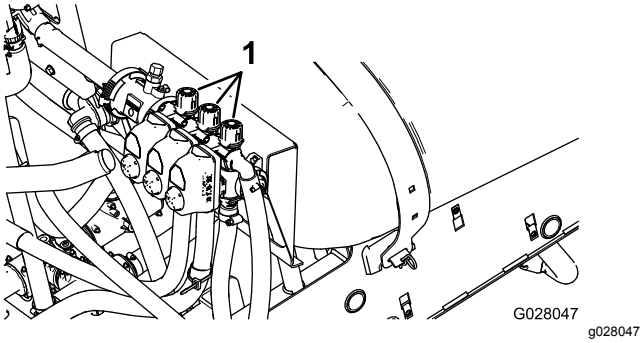

Figur 29
11. Sluk for venstre bom, og juster bommens omløbsknap (Figur 29), indtil trykmålingen er på det tidligere justerede niveau (typisk 40 bar).
13. Juster den højre boms omløbsknap (Figur 29), indtil trykmålingen er på det tidligere justerede niveau (typisk 40 bar).
15. Juster midterbommens omløbsknap (Figur 29), indtil trykmålingen er på det tidligere justerede niveau (typisk 40 bar).